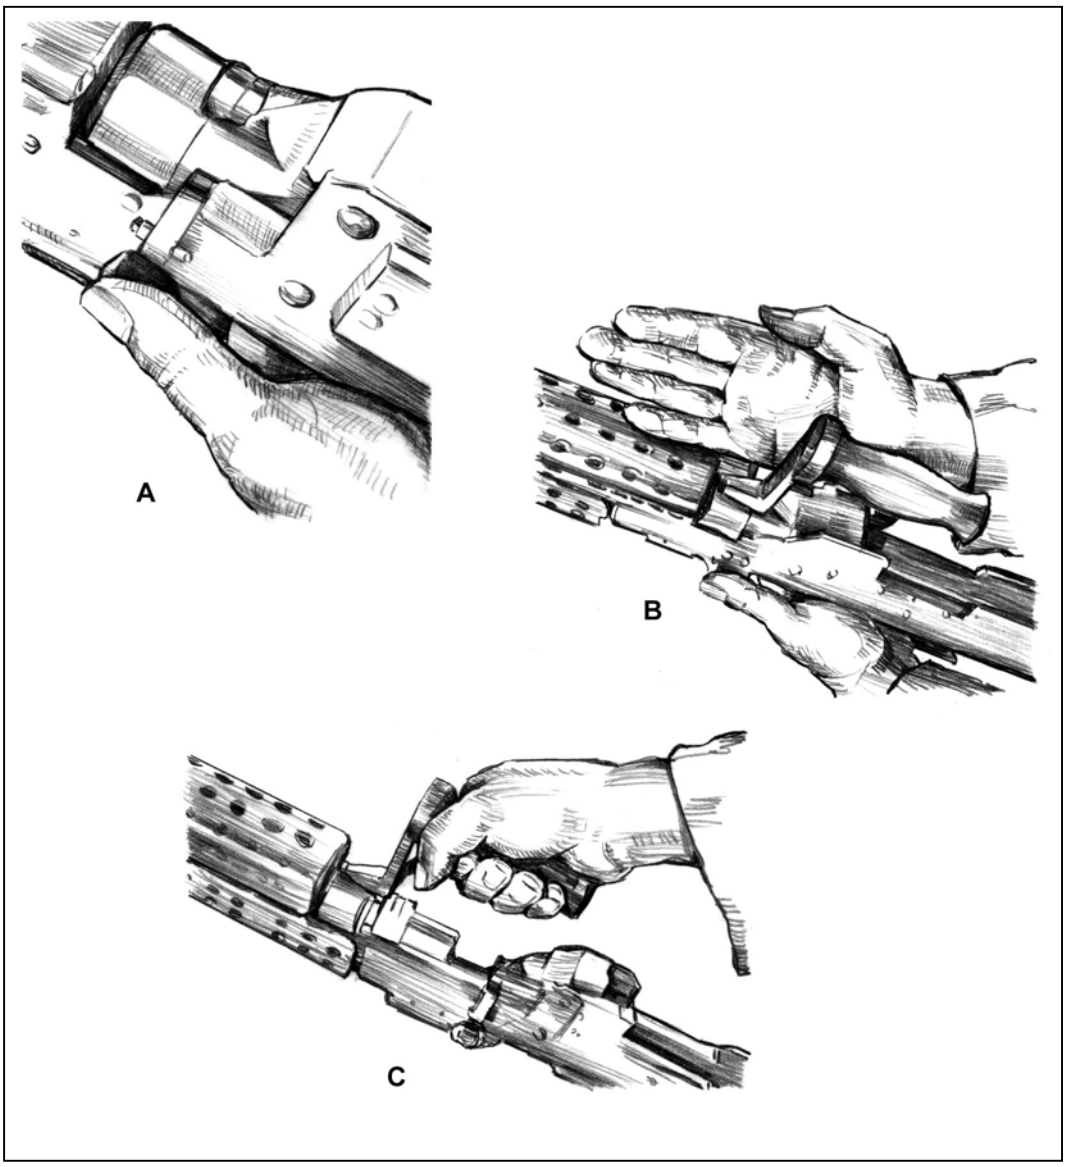

Figure 3-18. Removal of barrel.
f. **Remove the Barrel Assembly**. (A) Make sure that the barrel-carrying handle is to the right side. Depress the barrel-locking latch located on the left side of the receiver where the barrel joins the receiver and hold. (B) Grasp the barrel carrying handle and rotate the carrying handle to the upright position (without pulling up on the barrel release). (C) Then push forward and pull up, separating the barrel from the receiver (Figure 3-18).